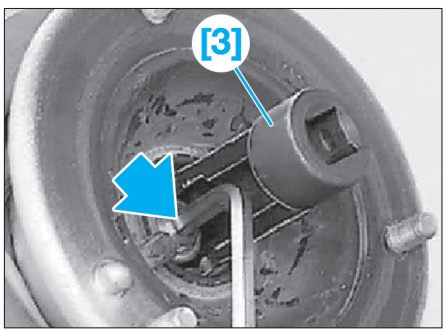

Fig. 14
• Enlever le capuchon puis dévisser l'écrou à l'aide de l'outil [3] (en maintenant la tige de piston) **(Fig.14)**.